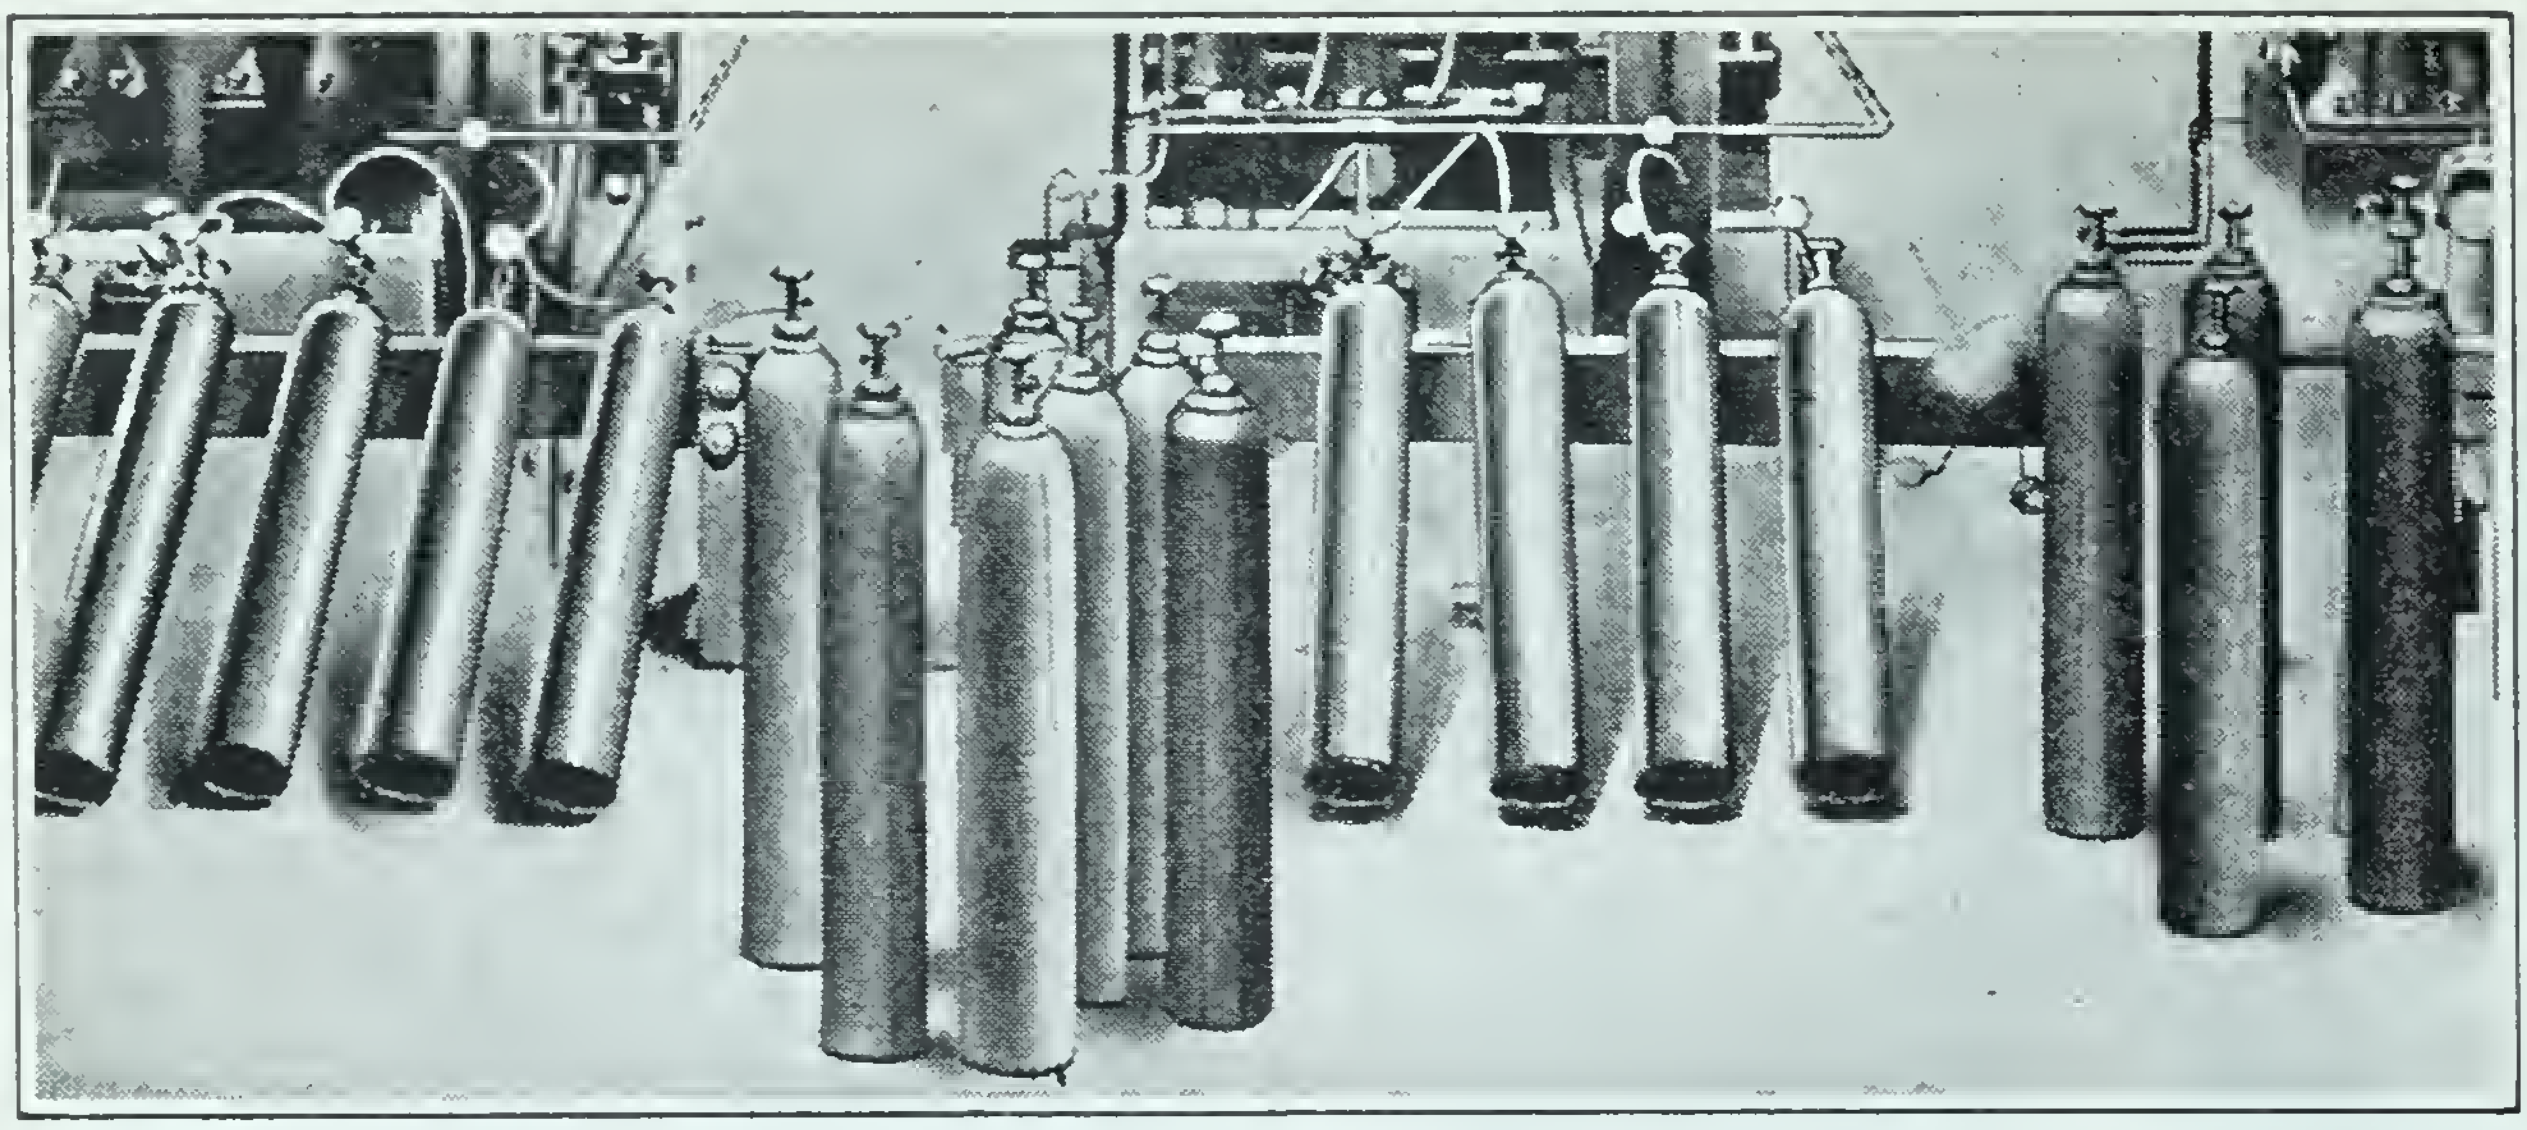

FIG. 54. Oxygen stored in strong steel cylinders for sale on the market. Why must the cylinders be strong?
To get pure oxygen is a problem. While oxygen is so abundant in nature, it is always either mixed with other gases, as in the air, or combined with other elements in compounds, such as water. Just how to obtain it free from all other substances is therefore an important problem. Since air costs nothing, we should naturally try to obtain it from this source. But the separation of oxygen from the other gases with which it is mixed in the air is a difficult matter, requiring expensive machinery. So this method is used only when large quantities of oxygen are wanted for commercial purposes (Fig. 54). In the laboratory, where only small quantities are needed for a study of the properties of the element, oxygen is prepared by decomposing certain of its compounds. The ones best suited to this purpose are (1) mercuric oxide, (2) water, and (3) potassium chlorate.